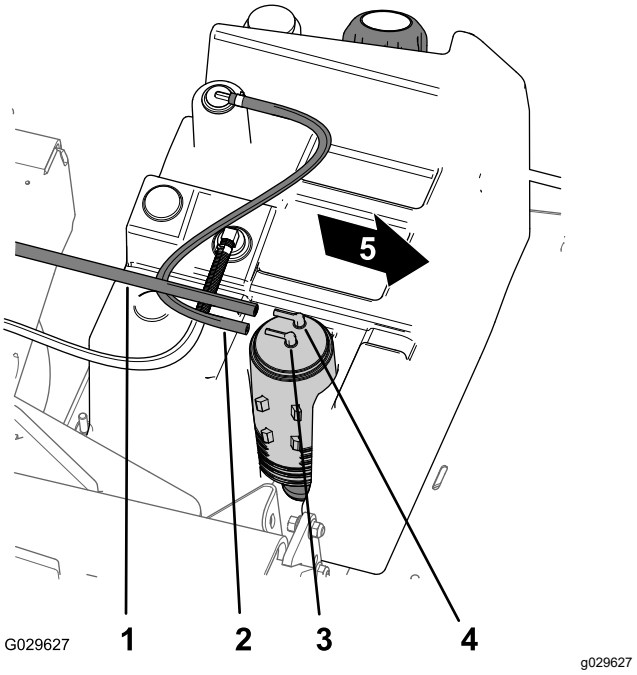

Figuur 46
1. Verwijder de zuigslang van de fitting op de koolstofhouder die gemarkeerd is met 'Purge' (afvoeren) (Figuur 46).
2. Verwijder de slang van de brandstoftank van de fitting op de koolstofhouder die gemarkeerd is met 'Fuel Tank' (brandstoftank) (Figuur 46).
8. Monteer de zuigslang op de fitting op de koolstofhouder die gemarkeerd is met 'Purge' (afvoeren) en de slang van de brandstoftank op de fitting die gemarkeerd is met 'Fuel Tank' (brandstoftank) (Figuur 46).